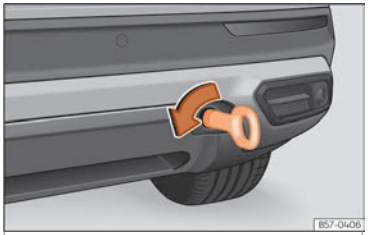

Fig. 48 On the right side of the rear bumper: towline anchorage in position.
- Screw the towline anchorage into the housing by turning it as far as it will go **anticlockwise** ››› Fig. 48 ››› ❗. Use a suitable object that can completely and securely tighten the towing eye in its housing.